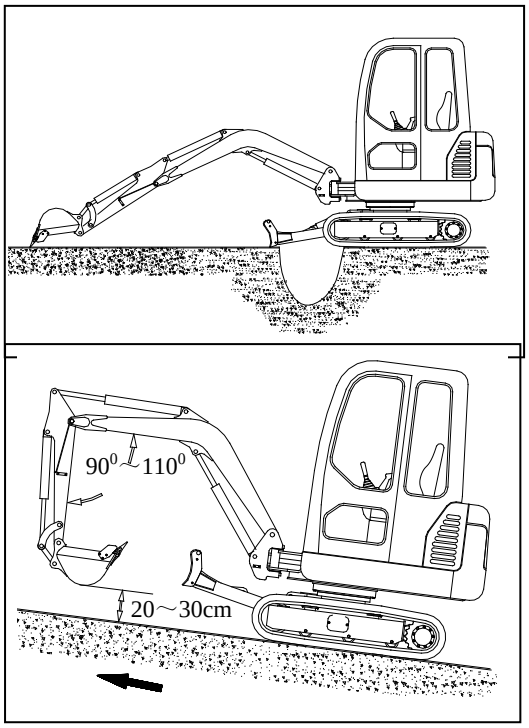

FIG 3-17
7) The machine must travel in the pose shown in fig 3-17 when traveling up on a slope of 15° or more.